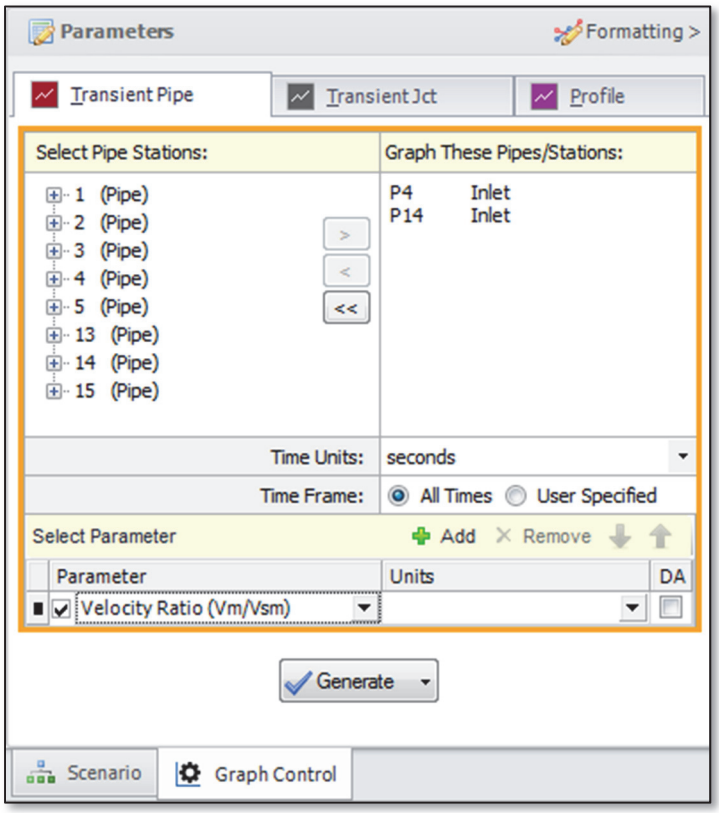

Figure 6.7 Data selection to view the velocity ratio over time
2. On the Transient Pipe tab, select Pipes P4 Inlet and P14 Inlet and add them to the pipe stations to graph (Figure 6.7). These are the two sloped pipes which have the lowest velocity ratio